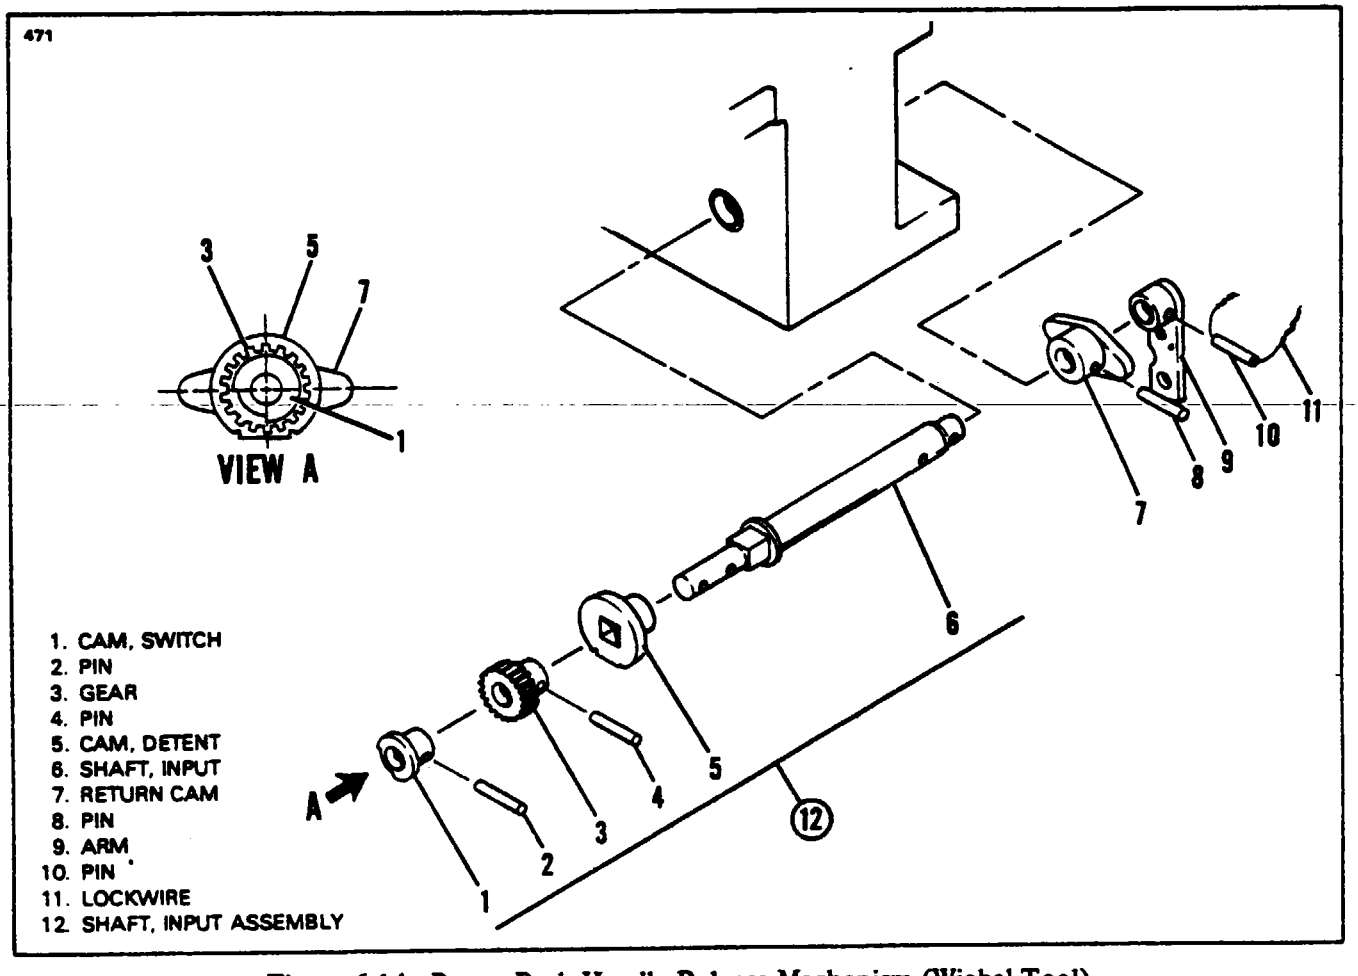

Figure 6-14. Power Pack Handle-Release Mechanism (Wiebel Tool)
6-67. DISASSEMBLY OF LANDING GEAR HANDLE RELEASE MECHANISM. (Refer to Figure 6-14.)
6-81. ASSEMBLY OF POWER PACK HANDLE RELEASE MECHANISM. (Refer to Figure 6-14.)
a. If the switch cam (1), the gear (3) and the detent cam (5) was removed from the input shaft (6), then the parts must be assembled and indexed as shown in Figure 6-14, View "A."
b. Lubricate the input shaft (6), slide detent cam (5) and gear (3) into place and secure gear (3) with roll pin (4).
c. Slide switch cam (1) onto input shaft (6) and secure with roll pin (2). Install assembly into Power Pack body.
d. Install the return cam (7) and secure with roll pin (8). Check the landing gear shaft for freedom of movement in the Power Pack body. Check for slight end play between the input shaft and the Power Pack body. If shaft binds, remove return cam (7), lap face on return cam boss and reinstall return cam.
e. Install the Power Pack control arm (9) on the end of the shaft with the arm pointing down. Align the holes between the shaft and the arm assembly and install the roll pin (10). Install .041 safety wire (11) through the roll pin and around half of the arm. Pull the twisted end of the safety wire around the other half of the arm assembly. (Refer to Figures 6-14 and 6-15.)